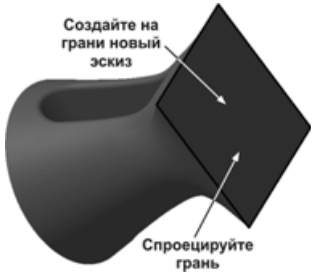

Рис. 6.24
- Создайте новый эскиз на квадратной грани и спроецируйте эту же грань в эскиз. Вы получите квадрат, являющийся проекцией грани основания (рис. 6.24). Закройте эскиз.